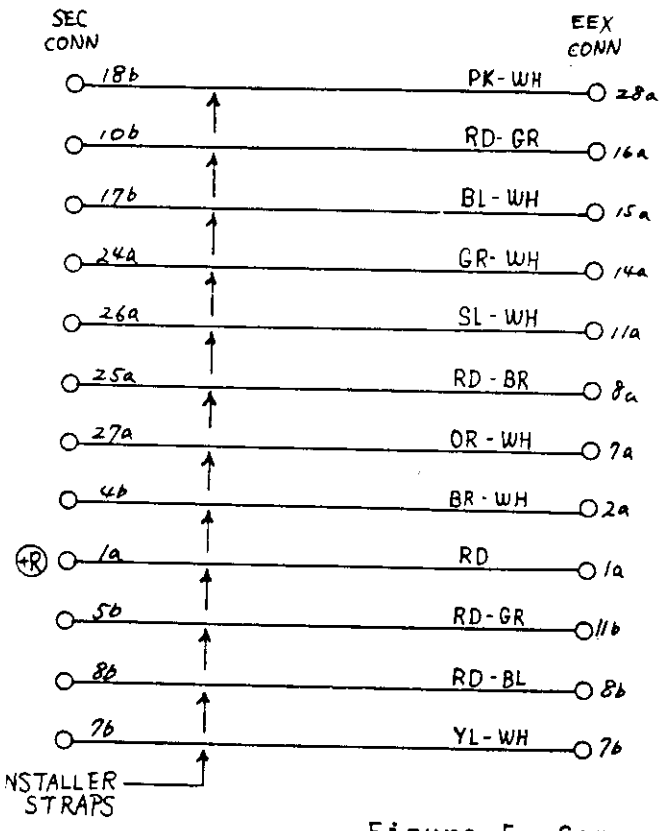

Figure 5 Connection of the EEX Card Connector to the Existing KSU Wire Harness
b. Connections to the existing KSU wiring harness is required. Figure 5 illustrates cross connections required between the existing KSU wiring harness and the EEX card connector.